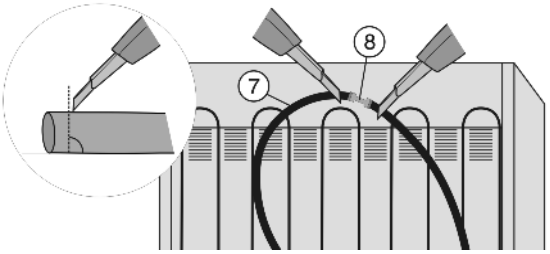

Fig. 23
▶ Slice open the water hose *Fig. 23 (7)* located behind the appliance both in front of and behind the connector *Fig. 23 (8)* (90° to direction of hose).